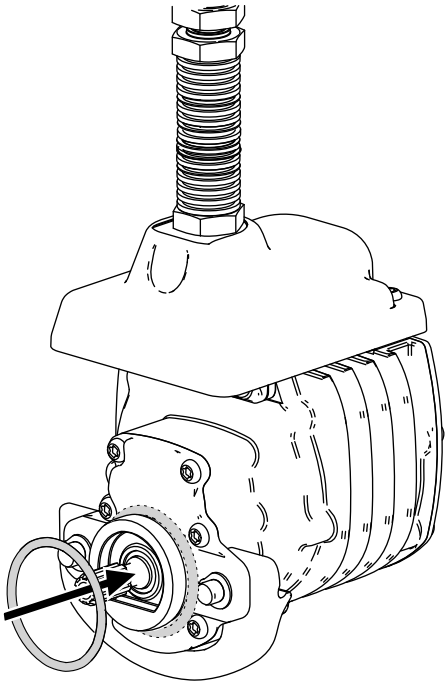

**Figura 8**
3. Montate un O-ring su ciascun motore dei cilindri, come illustrato nella Figura 8.